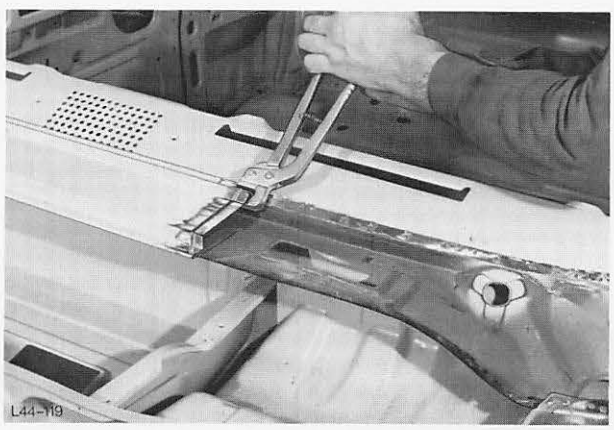

Abb. 119 Schnittkante abkanten
5. Schnittkante-Windlauf mit einer Abkantzange abkanten, Abb. 119.